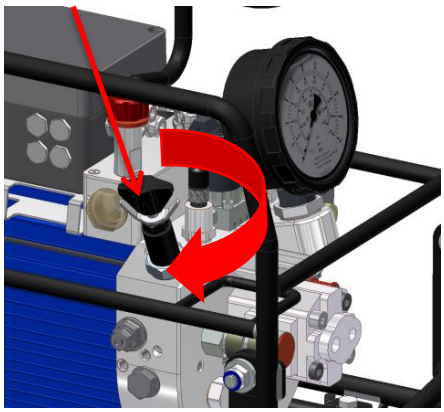

Bild 8
- Taste „ON“ der Fernbedienung gedrückt halten und am Druckeinstellventil den benötigten Hydraulikdruck einstellen.(s. Bild 8 und 9)